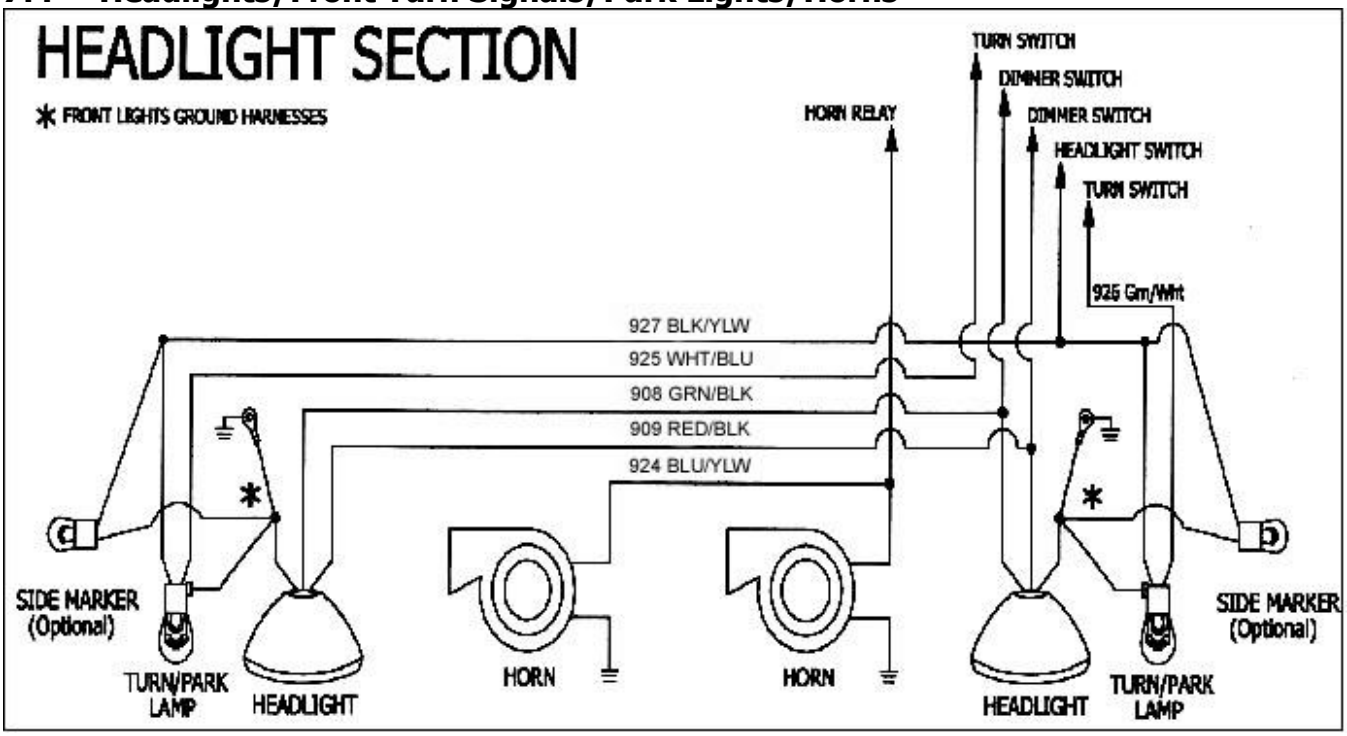
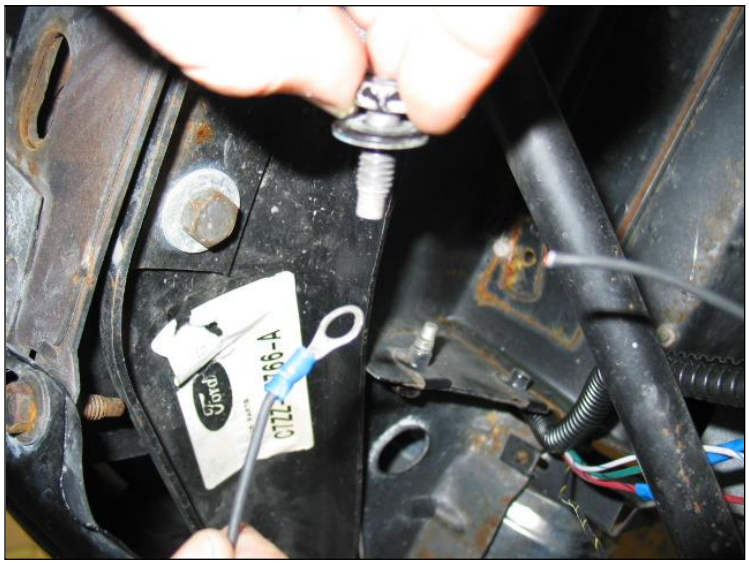

Figure 7-8 Front Lights and Horns
Figure 7-9 Front Lights Ground Harness
7.4.2 *The Front Lights Ground Harness has one 14 gauge wire and two 18 gauge wires. One end of the 14 gauge wire is pre-terminated and will need to be connected to a body bolt. **See Figure 7-9.** The other end of the 14 gauge wire is for the headlights ground. The two 18 gauge wires are to be connected to the Turn/Park Lamps ground and to the Side Marker Lamps ground. **See Figure 7-8.**